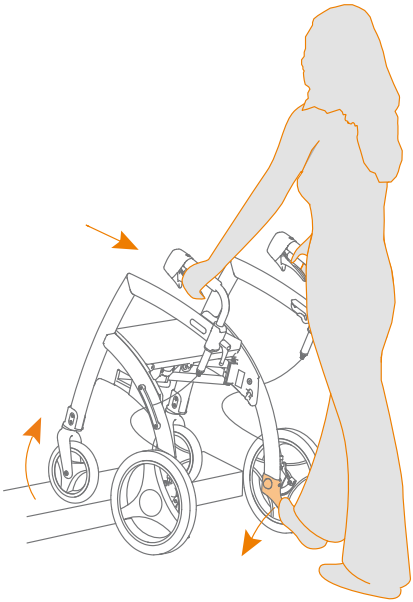

Figure 25: Marcher sur le trottoir ou franchir le seuil
b. Poussez l'aide-bordures vers le bas avec votre pied, tandis que vos mains tirent le Rollz Motion vers l'arrière. Vous verrez que les roues avant vont alors se soulever. Vous pouvez maintenant pousser le Rollz Motion vers l'avant jusqu'à ce que les roues avant aient clairement passé l'obstacle **(Figure 25).**